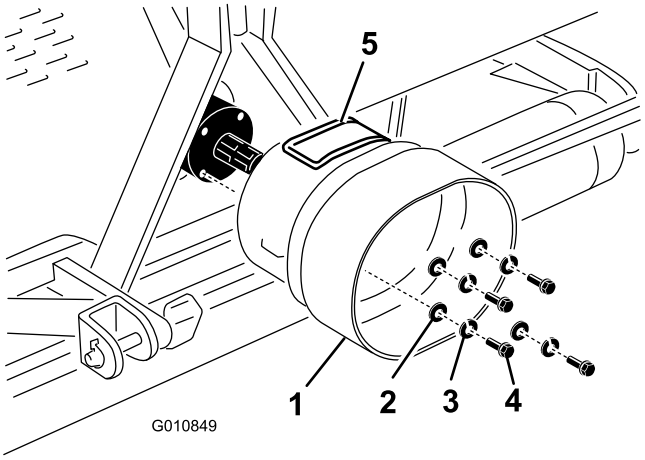

Figur 19
1. Fjern de 4 bolte, låseskiver og flade skiver, der er fastgjort på enden af dybdelufterens gearkasse (Figur 19).
2. Monter kraftudtagsskærmen på dybdelufterens gearkasse med fastgørelsesanordningerne, der blev fjernet tidligere (Figur 19). Når kraftudtagsskærmen monteres, skal du kontrollere, at adgangspanelet (Figur 19) er placeret øverst eller på siden afhængig af dybdelufterens rammekonfiguration.
Bemærk: Adgangspanelet (Figur 19) kan åbnes for at gøre det nemmere at fjerne og montere kraftudtagsakslernes fastgørelsesanordninger.